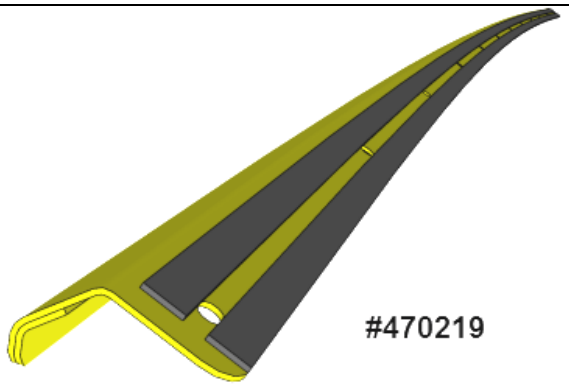

FIGURE 25
5. Apply two strips of double face self-adhesive tape along drip edge #470219 from one end up to the other end. The strips should be placed on each side of the drilled holes (**FIGURE 25**).